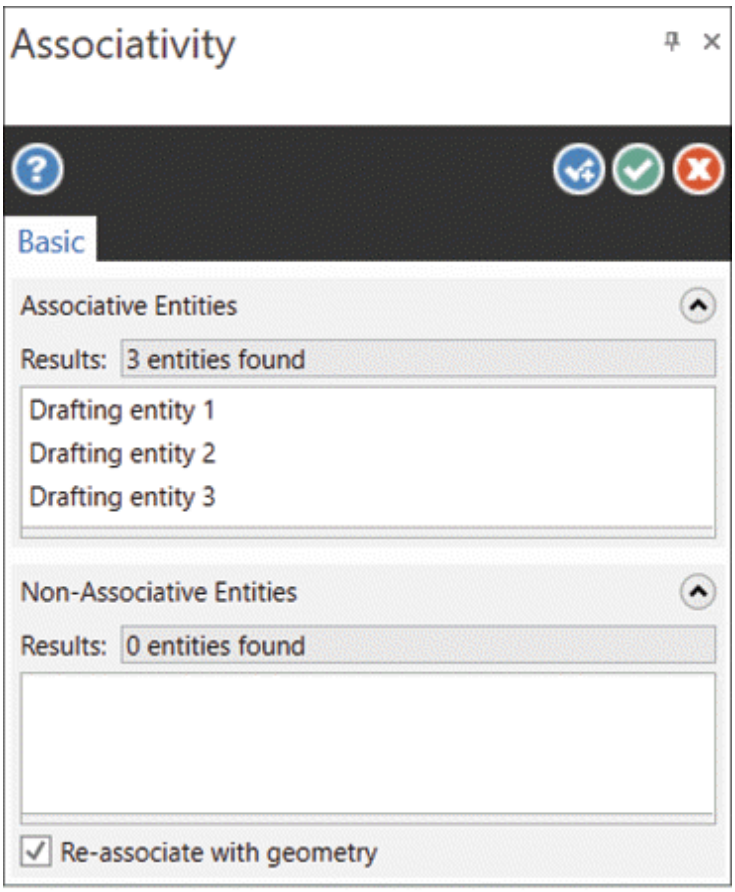

Figure-35. Associativity Manager
- Click on the **Associative** tool from the **Regenerate** group of **Drafting** tab in the **Ribbon**. You will be asked to select drafting entities to check their association. Select desired draft entities and click on the **End Selection** button. The association status will be displayed in the **Associativity Manager**; refer to Figure-35. Click on the **OK** button from the **Manager** to exit the tool.